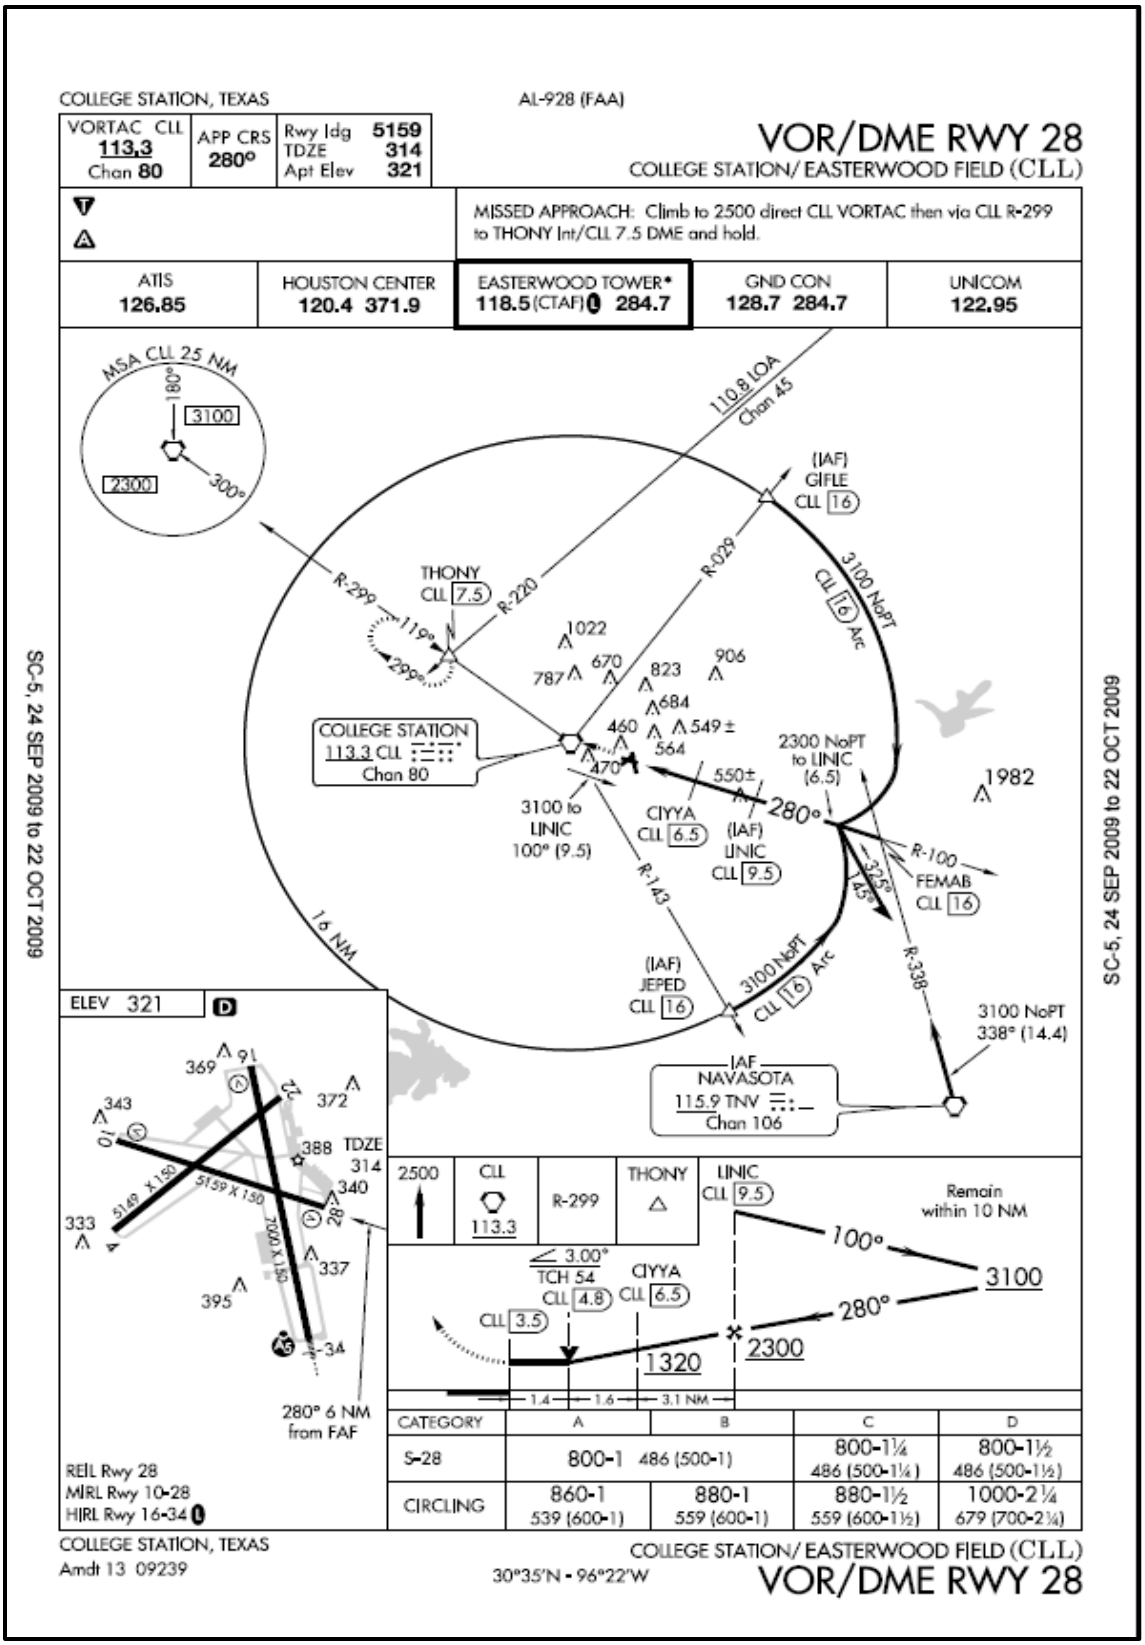

Figure 8-14 VOR/DME RWY 28 (KCLL)
1. IAF on an arc: "GIFLE" or "JEPED" in Figure 8-14
2. A feeder NAVAID: "TNV" in Figure 8-14